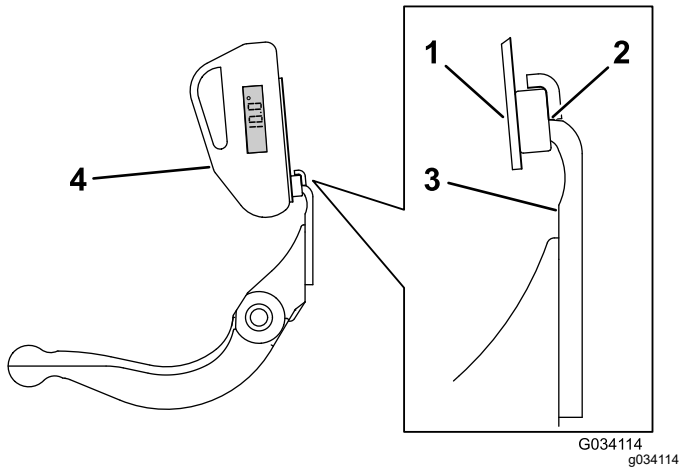

图 36
3. 将角度指示器底座放在底刀边缘上以使磁体边缘与底刀边缘紧密配合图 36。
4. 如 图 36所示将角度指示器放置到底座上。